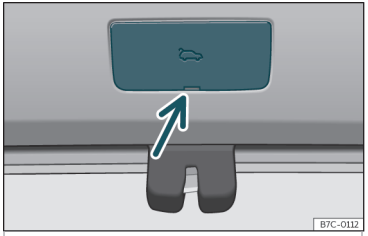

Fig. 81 Detalle del maletero: acceso al desbloqueo de emergencia.
- Retire la cubierta haciendo palanca con el espadín de la llave >>> **fig. 81**.